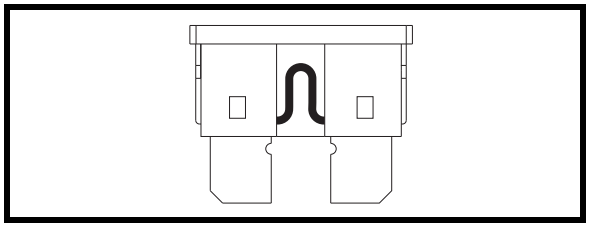

Figure 22. Working Fuse
2. Examine the fuse to be sure it is blown. **See figures 22 and 22A**.